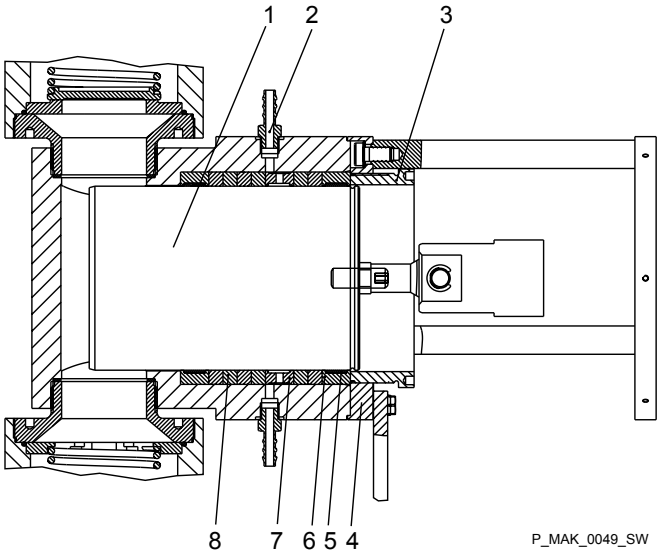

Рис. 22: Блок подачи в разрезе
1. При помощи торцевого штифтового гаечного ключа открутите стяжной болт (3) и снимите его, см. Рис. 22.
2. Открутите болты фланца дозирующей головки (4) и снимите фланец дозирующей головки.
3. Снимите поршень (1)
1. Сделайте отверстия в шарнирной головке и головке вилки для перекрытия, см. Рис. 22.